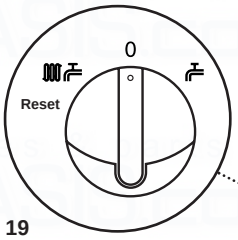

Fig. 19
1. **For short periods:** Turn the selector switch to the OFF position (Fig. 19).
2. **For long periods:** Turn off the selector switch (Fig.19), electricity and gas supplies.